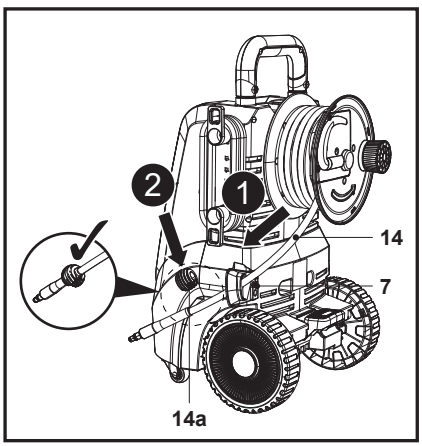

Fig. 4
2. Pase la manguera de presión (14) a través de la guía (7) y, a continuación, monte el anillo de retención (14a) en la punta (Fig. 4, pasos 1 y 2).